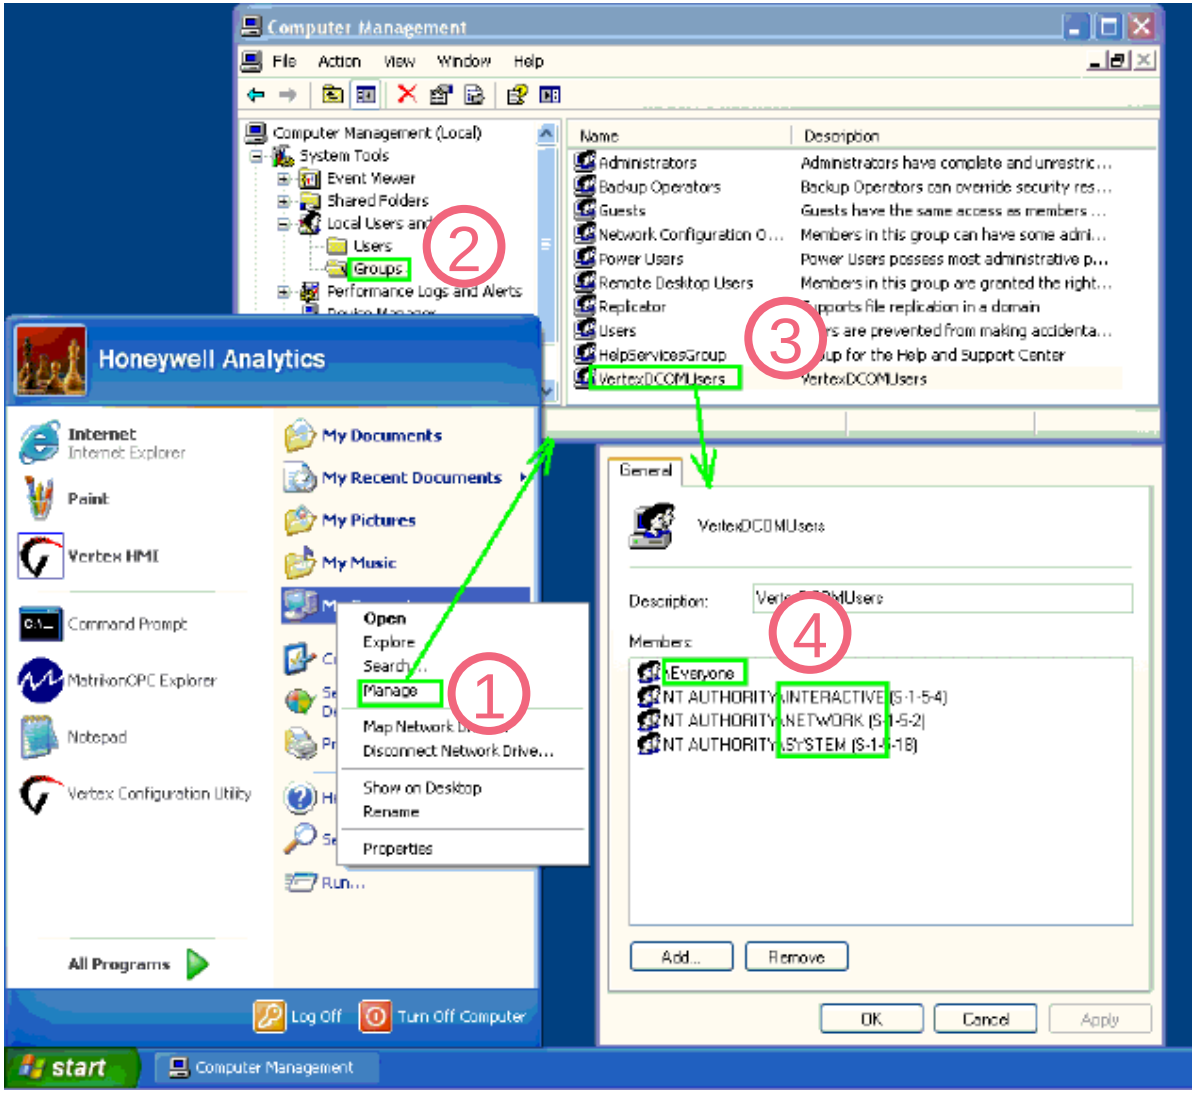

Figure A-13. Create Group "VertexDCOMUsers"
5. Add members "Everyone", "Interactive", "Network" and "System" as shown in Figure A-13.